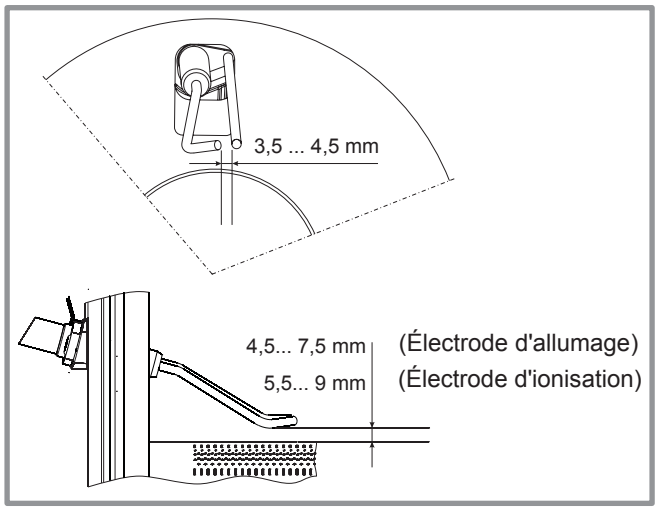

figure 50 - Réglage des électrodes
- Vérifier l'écartement et le positionnement des électrodes (*figure 50*).